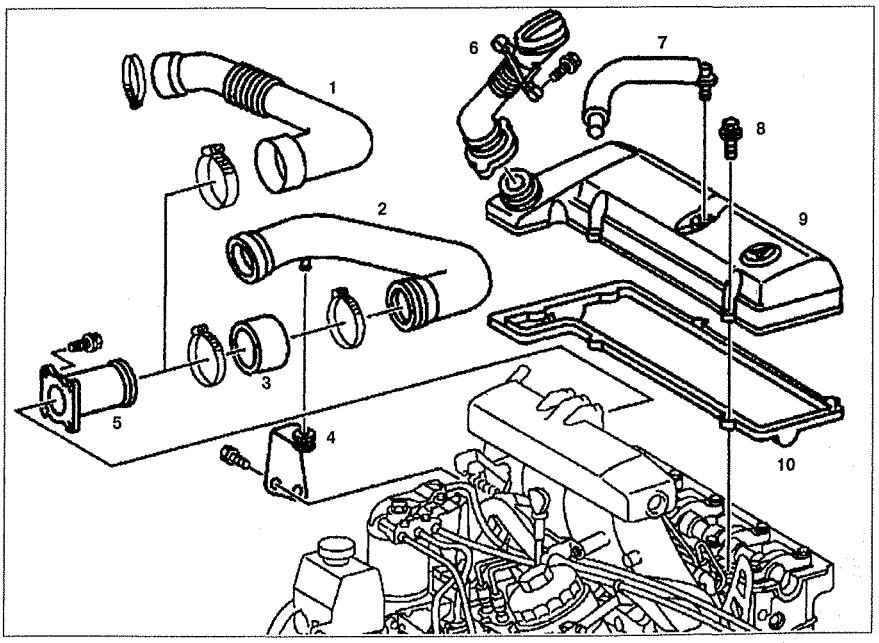

Рис. 4.9. Крышка головки блока цилиндров:
1. Снимите трубку подачи сжатого воздуха от турбонаддува **2** и кронштейн **4** (см.рис.4.9).